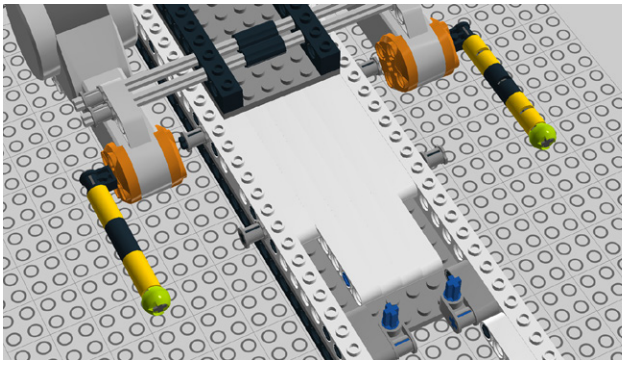

Figure 8-88. *Step 83: Securing the ends of the cross axles with ball elements*
83. Secure the ends of the cross axles with ball elements (Figure 8-88).